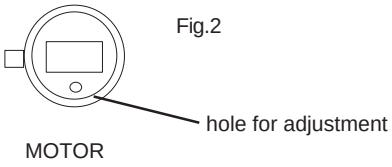

Fig.2
3. Adjust a hole on the motor bottom so that a frequency counter reading of 3,000 ±5Hz is obtained.See Fig.2.